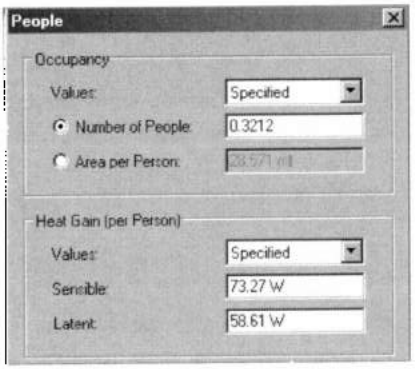

Рис. 38.9. *Настройка тепловой нагрузки помещения в зависимости от числа людей в нем*
- **People** (Люди) — настройка тепловой нагрузки (по обогреву и охлаждению) в зависимости от количества людей, находящихся в помещении. Щелчок по кнопке **Edit** в строке этого параметра открывает бокс **People Loads** (рис. 38.9), где выполнить следующую настройку: